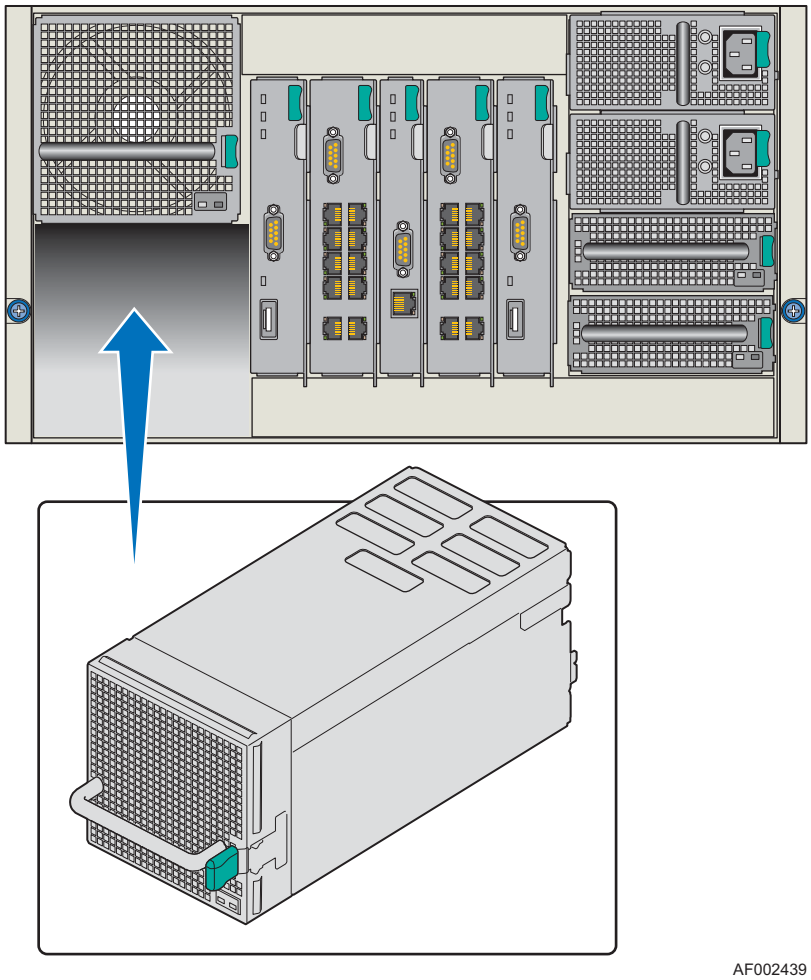

Figure 21. Installing a Main Cooling Module
3. Slide the replacement cooling module into the unoccupied cooling module bay until the retention latch engages (see Figure 21).